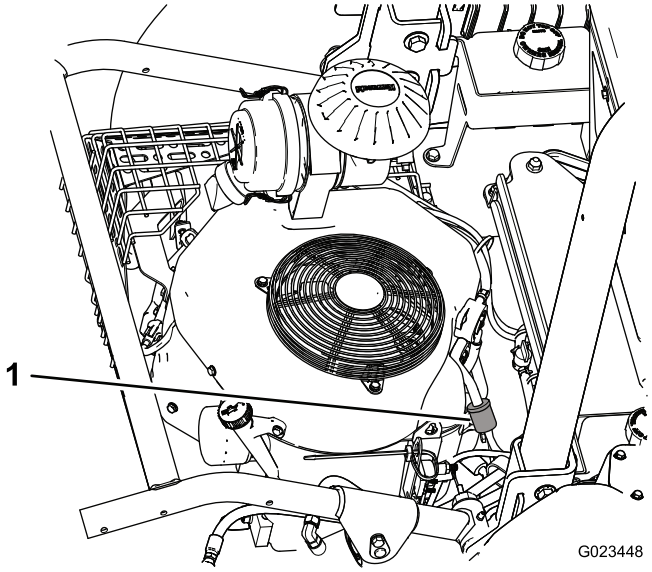
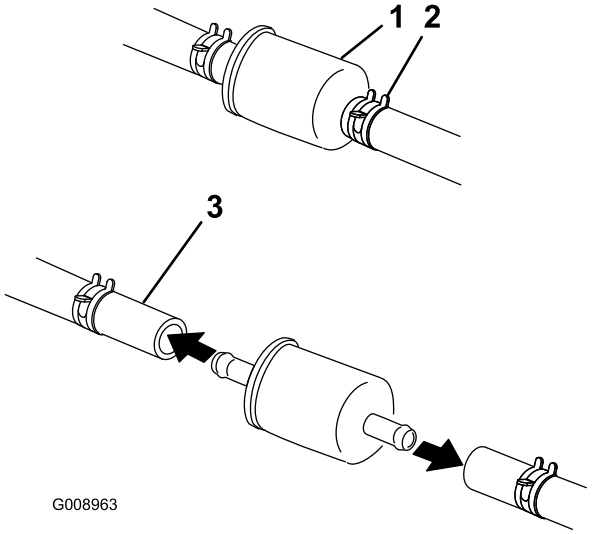

Figur 48
Figur 49
1. Løsne slangeklemmen på forgassersiden av filteret og fjern drivstoffledningen fra filteret (Figur 48 og Figur 49).